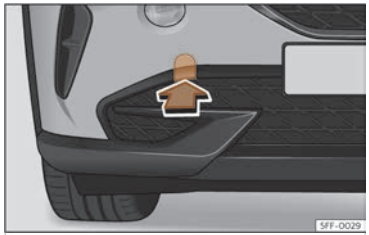

Fig. 199 A la part dreta del para-xocs davanter: retirar la tapa.
L'allotjament de l'argolla de remolc enroscable es troba al costat dret del para-xocs davanter darrere d'una tapa ››› **fig. 199**.
- Traieu la tapa fent-hi pressió a la zona inferior i deixeu-la penjant del vehicle ››› **fig. 199**.